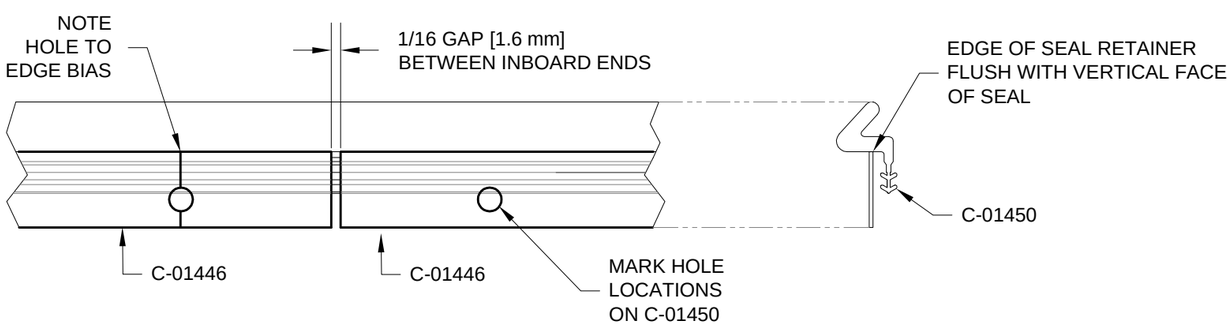

FIGURE 3: MARK REAR SEAL HOLE LOCATIONS
Step 11: Lay the C-01450 Rear Seal (provided as a length of SEAL-00002 material) on a flat work table. Center the C-01446-L & -R Seal Retainers on top of the rear seal as shown in Figure 3.